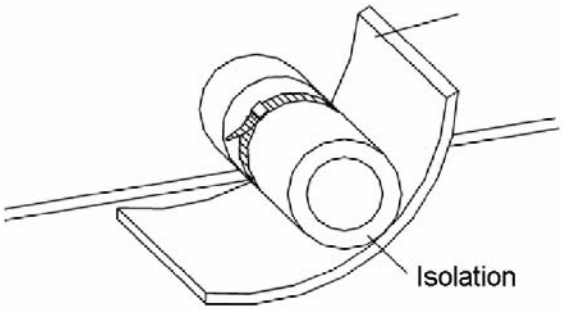

Abb. 33: Wärmeisolation des Kondenswasser-Ablaufrohres.
(1) Das Kondenswasser-Ablaufrohr muss mit einer Neigung von 5–10° installiert werden, damit das Kondenswasser ablaufen kann. Die Verbindungen des Ablaufrohres müssen mit Wärmeisolationsmaterial verdeckt werden, damit keine Kondensation auf dem Rohr vorkommt (siehe Abb. 33).
(2) Kondensatausführungen befinden sich am Innengerät links und rechts. Nachdem eine der Ausführungen gewählt wurde, ist die andere mit einem Gummistopfen zu schließen. Die geschlossene Ausführung mit einer Leine sichern, um Wasserleckage zu verhindern, und mit Wärmeisolationsmaterial zu umwickeln.
(3) Nach Auslieferung vom Hersteller sind die beiden Kondensatausführungen mit Gummistopfen geschlossen.